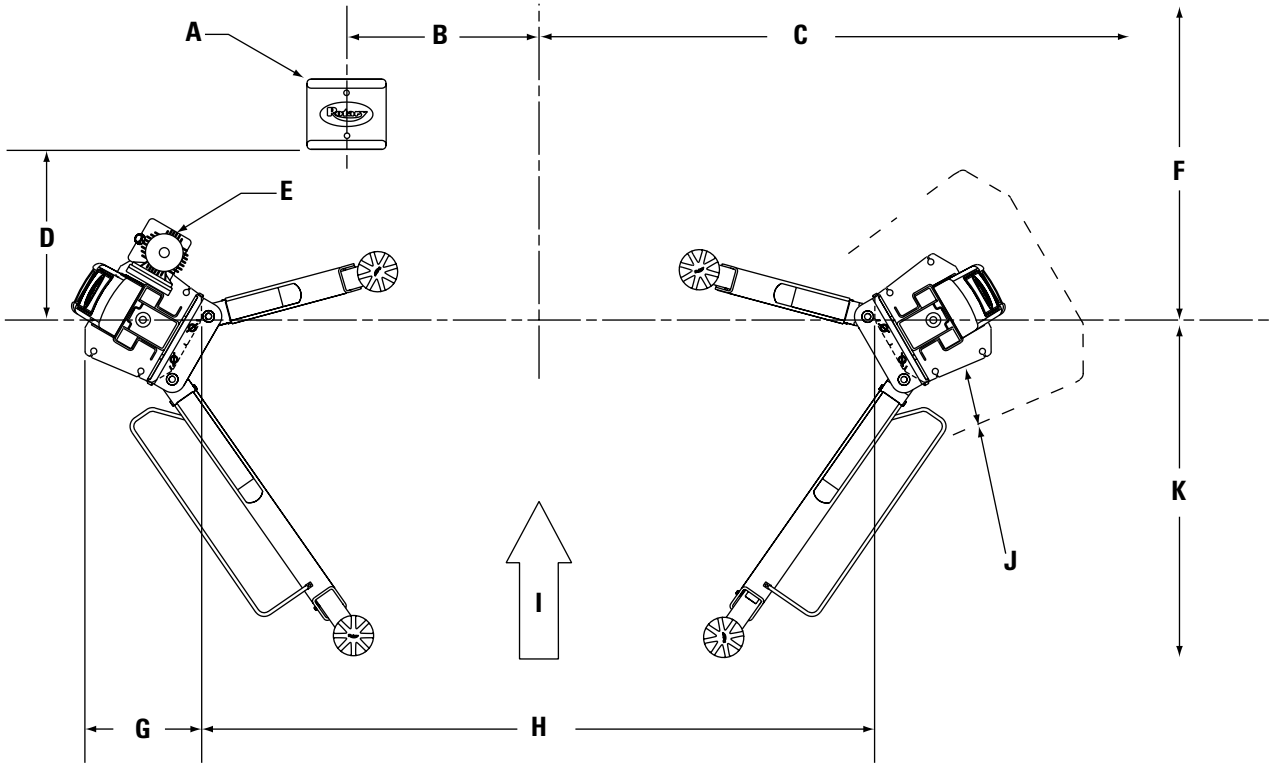
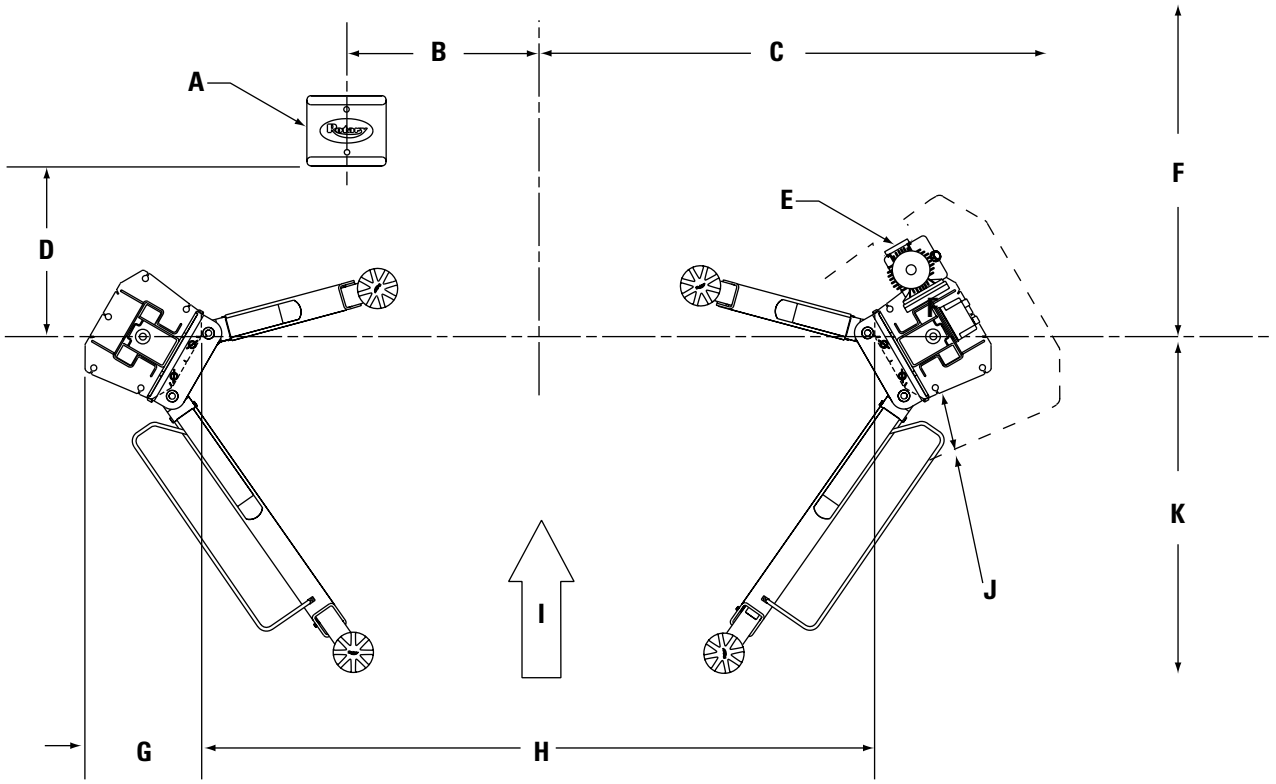

Рис. 1a
Рис. 2a
1. Размещение подъемника: Если имеется архитектурная планировка ,используйте ее при выборе места установки подъемника. На рис. 1a ,1b или рис. 2a ,2b показаны габаритные размеры типовой планировки отсека.
5. Регулировка подъемника при монтаже: Установите стойки в отсеке согласно габаритным размерам ,указанным на рис. 1a ,1b или рис. 2a ,2b. Когда стойка лежит на полу ,два человека могут поднять верхнюю часть стойки ,двигаясь в направлении основания. Когда стойка займет вертикальное положение ,один из двух человек должен перейти на противоположную сторону стойки и помогать в медленном выравнивании стойки на ее основании. Нижние части плит основания обеих стоек должны располагаться под прямым углом к осевой линии подъемника. На каждой плите основания высечены засечки для указания осевой линии подъемника. С помощью необходимого оборудования поднимите салазки в положение первой защелки. Проверьте ,что фиксирующая защелка надежно сработала.